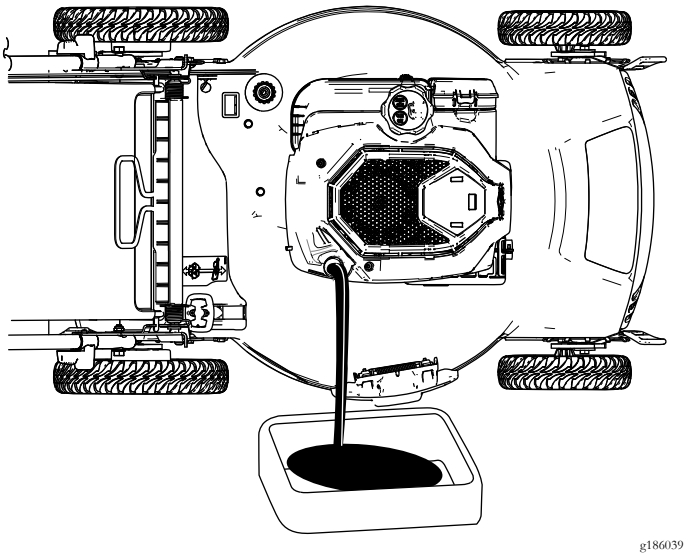

Figur 29
4. Tip maskinen over på siden (så luftfilteret vender opad), så olien kan løbe ud gennem oliepåfyldningsrøret (Figur 29), eller placer maskinen i den lodrette opbevaringsposition (Figur 30).